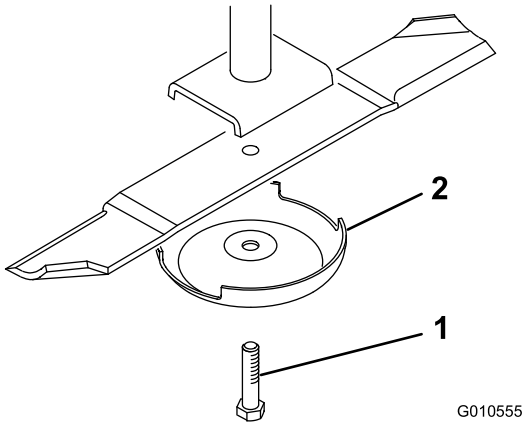

Figure 6
1. Grasp the end of blade using a thickly padded glove. Remove the blade bolt, anti-scalp cup, and blade from the spindle shaft (Figure 6).